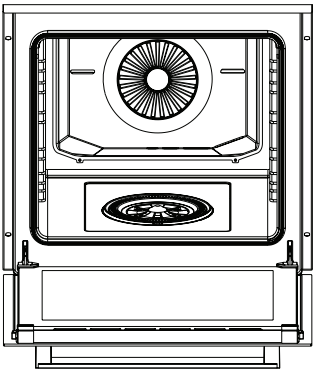

Figura 21
2. Abrir a tampa do aparelho (consultar a figura 21). Remover a tam-